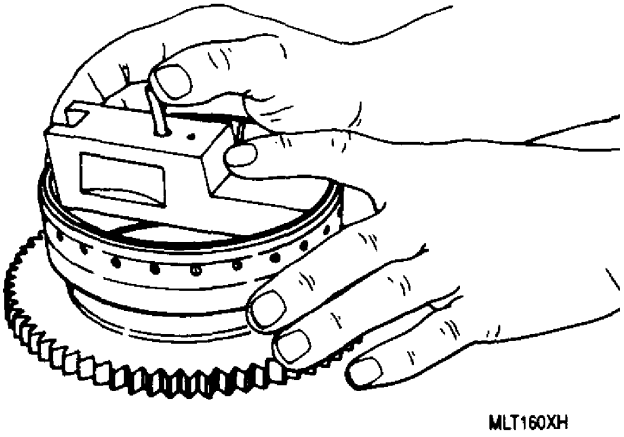

Figure 15. Checking Depth of Outer Member Facing Slots with 6796377 Gage
(4) Check slot depth and width using 6796377 and 6796740 gages (figures 15 and 16).